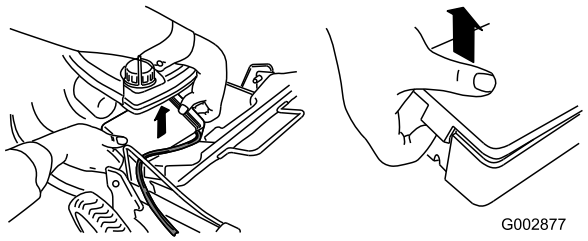

**Figur 38**
1. Snäpp upp batteriluckan i bägge sidor och ta bort den (Figur 38).